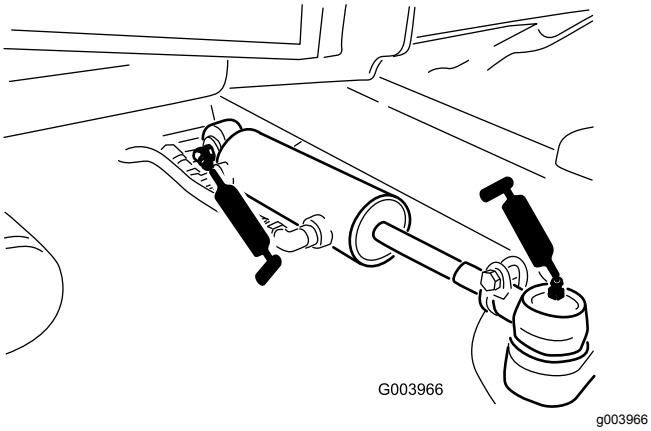

Figur 44
- Kulleder för styrcylindern (2) (Figur 44)